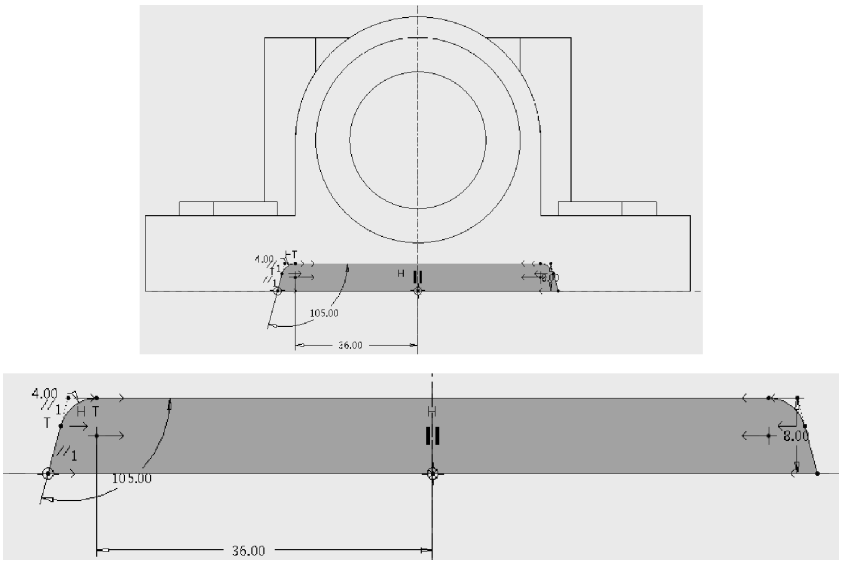

图 3-29 切割基座拉伸特征的截面图形
(1) 在功能区的【模型】选项卡的【形状】组中单击【拉伸】按钮，打开【拉伸】操控面板。
(2) 在【拉伸】操控面板中使用默认的【拉伸为实体】按钮，用于生成实体特征。
(3) 在【拉伸】操控面板的【放置】选项卡中单击【定义】按钮，弹出【草绘】对话框，选择 FRONT 基准平面作为草绘平面、RIGHT 基准平面作为草绘视图的右参考面，设置完毕后单击【草绘】对话框中的【草绘】按钮，进入草绘状态。
(4) 绘制如图 3-29 所示的图形,作为拉伸特征的截面图形。